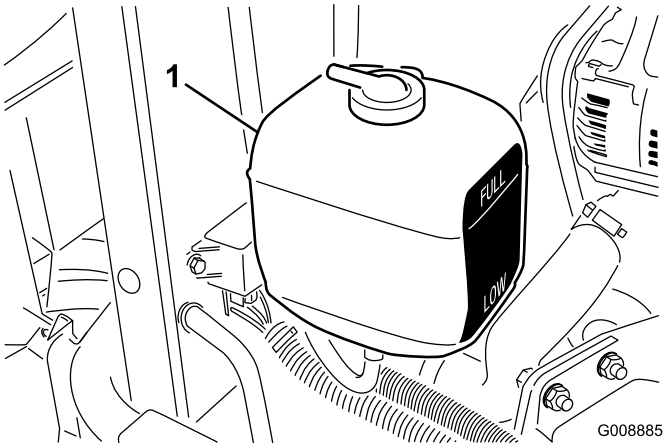

Figur 24
1. Kontroller kølevæskestanden i ekspansionsbeholderen (Figur 24). Med en kold motor skal kølevæskestanden være ca. midt imellem mærkerne på siden af beholderen.